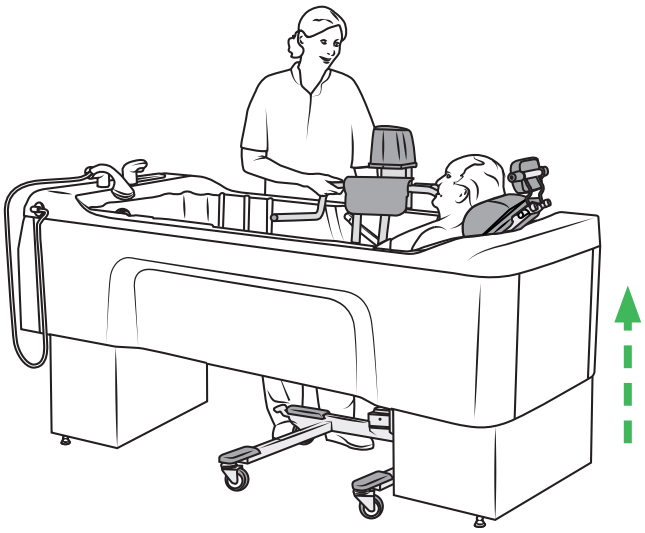

Abbildung 44
10. Die Classic Line 2 Badewanne so weit anheben, dass der Badeliegelifter die Unterseite der Classic Line 2 Badewanne berührt. Siehe Abbildung 44.